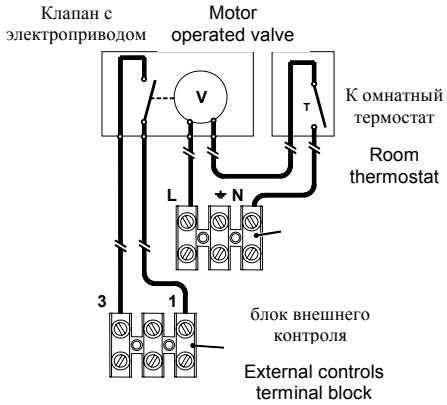

Fig. 5.8
8. The motor operated valve must be connected to the terminal block situated next to the control panel (Fig. 5.8).
9. Connect the motor operated valve between room thermostat terminals 1 and 3 as shown in Fig. 5.8
8. Клапан с электроприводом должен быть подключен к клеммной коробке, расположенной рядом с панелью управления (рис.5.8).
9. Подключите клапан с электроприводом между комнатными термостатами 1 и 3, как показано на рис. 5.8